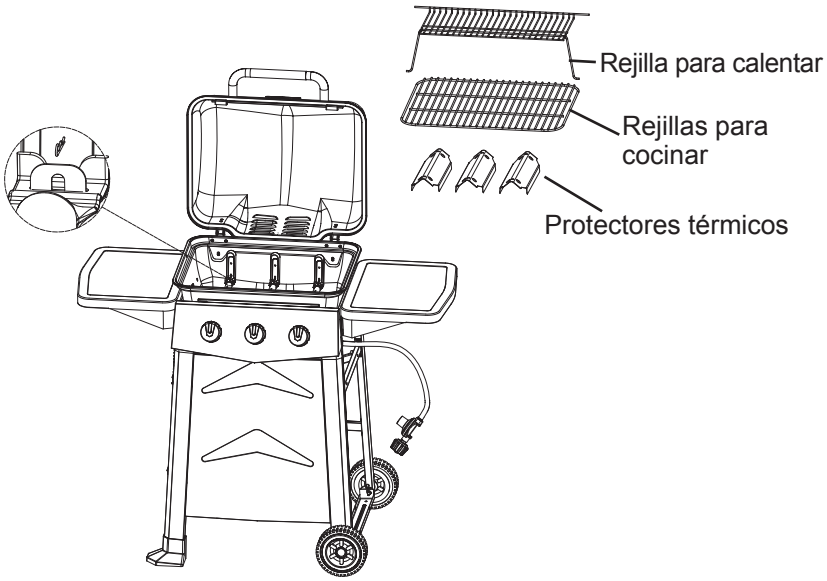

Figura 1
3. Retire las varillas de la bisagra, como se muestra en la Figura 1.